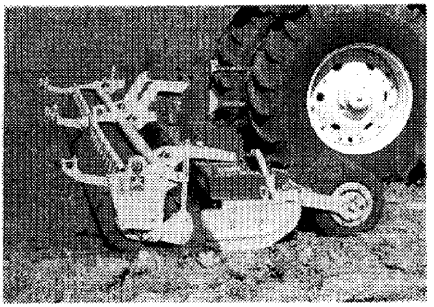

Fig. 47
1. **Tragarme (Fig. 47 und 48) für AMAZONE-Kreiselgrubber KG 601:**